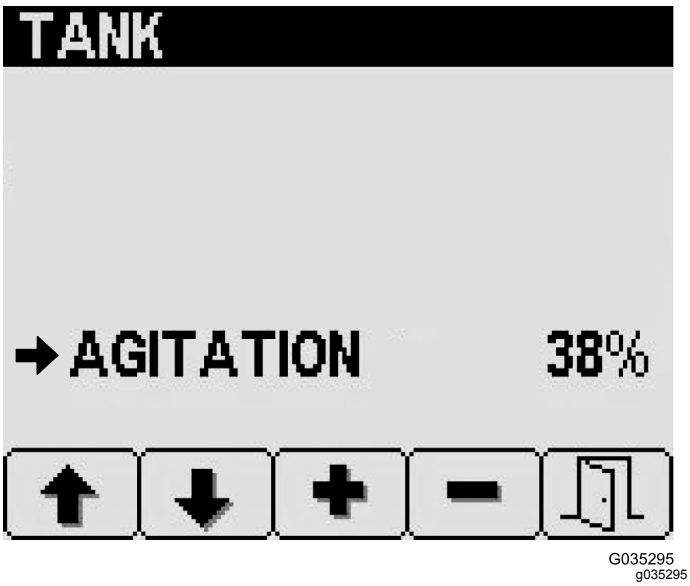

Figur 26
2. Tryck på knapp 2 på skärmen Tank för att gå till alternativet Omrörning (Figur 26).
3. Tryck på knapp 3 (öka) eller knapp 4 (sänk) för att reglera hur stor procentuell andel av sprutpumpens flöde som ska användas för tankomrörning (Figur 26).